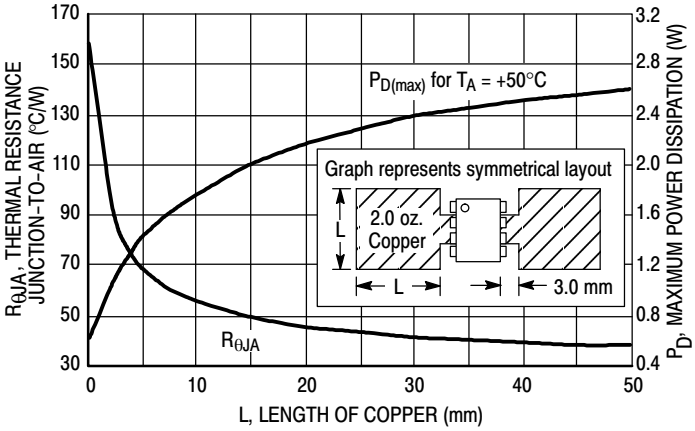

Figure 9. SOP−8 Thermal Resistance and Maximum Power Dissipation versus P.C.B. Copper Length
1. SOIC−8 Junction−to−Ambient Thermal Resistance is for minimum recommended pad size. Refer to Figure 9 for Thermal Resistance variation versus pad size.